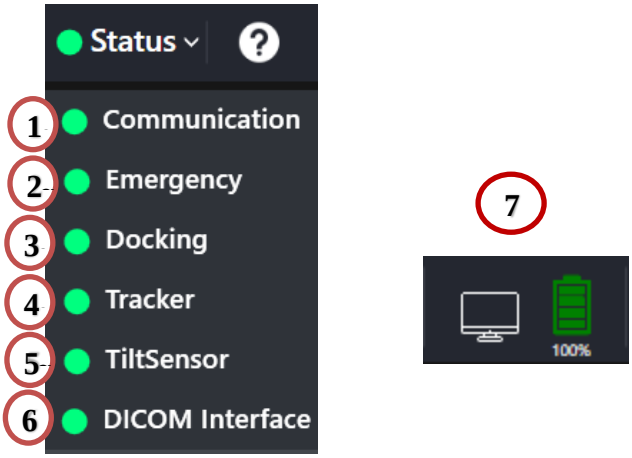

Figure 3.15 *Machine Communication Status Bar*
This section of the application interface screen displays the status of various device related modules like Communication (1), Emergency (2), Docking (3), Tracker (4) , TiltSensor (5), DICOM Interface (6), PC Battery (7) and Device Battery (8), as shown in the figure 3.15.The icons changes from green to red based on their status respectively. The device status is monitored continually during the procedure and the information updated in the status icon almost instantly.